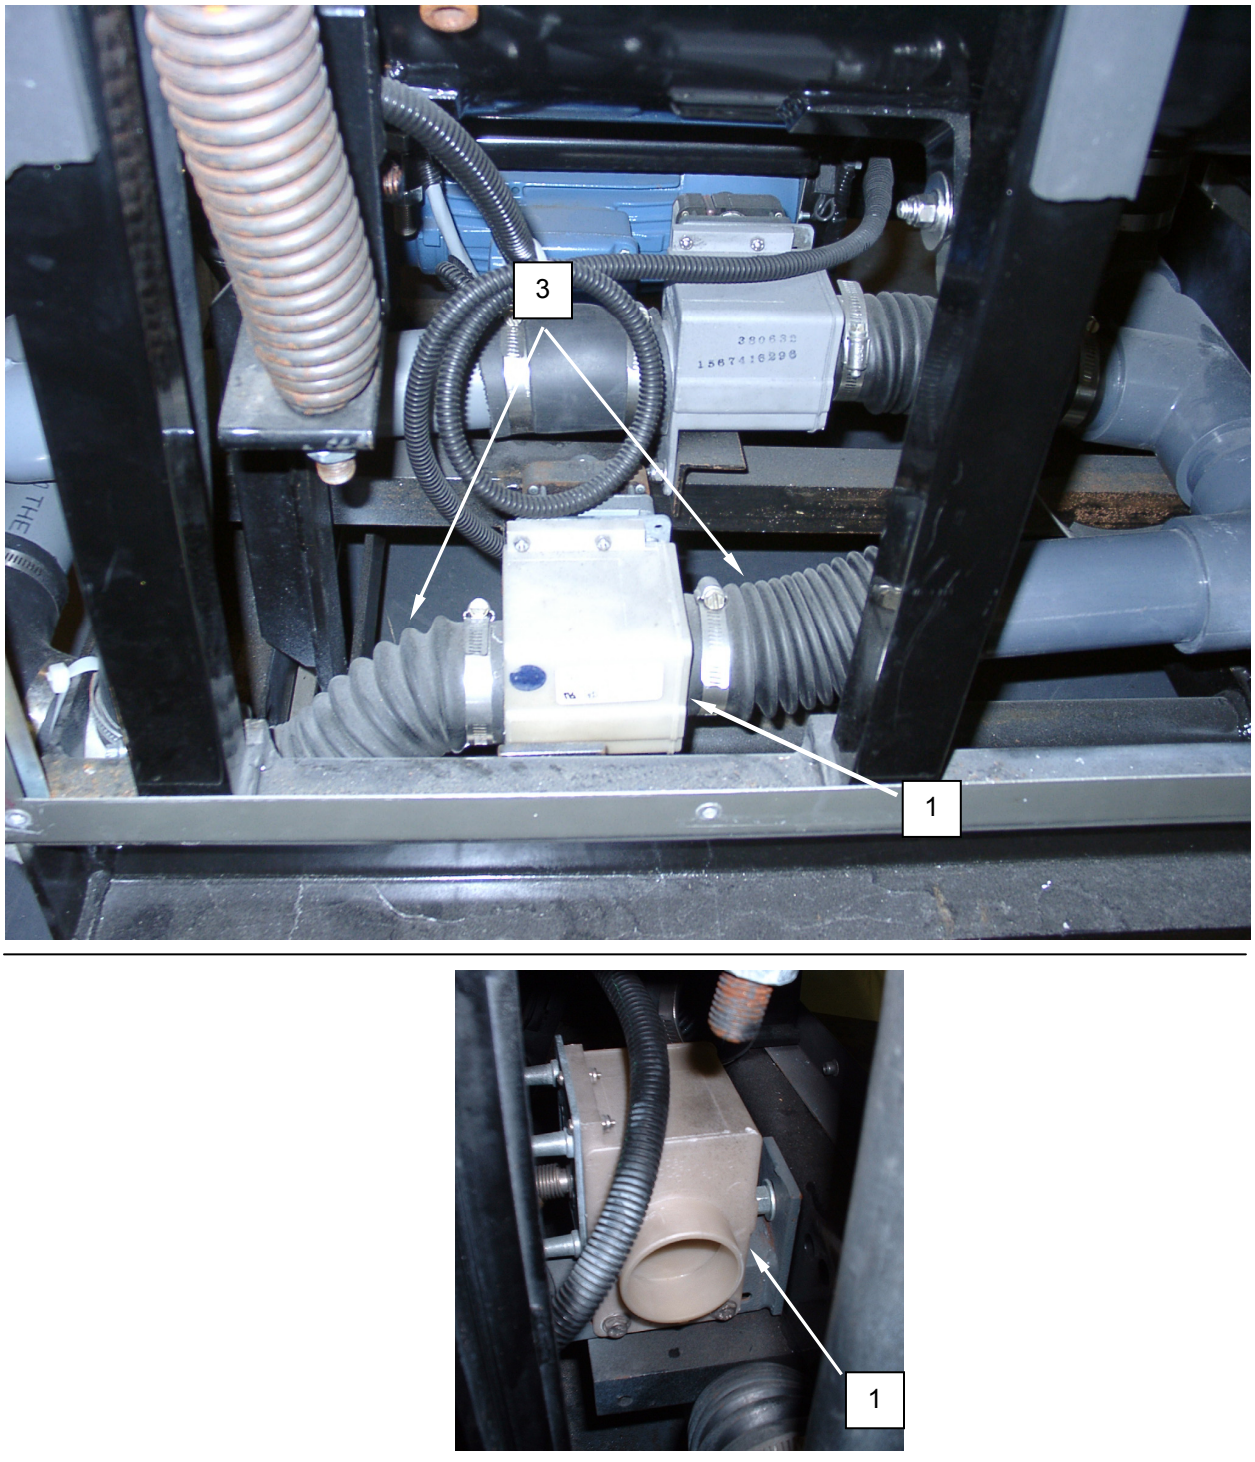

Figure 2. Replace the Washer Main Drain Valve.
2. Tag and disconnect wiring from valve motor **(Figure 2, Item 1)**.
3. Loosen and remove the clamps retaining the hoses **(Figure 2, Item 3)** to the valve **(Figure 2, Item 1)** and remove the hoses.
4. Remove the screws retaining the valve **(Figure 2, Item 1)** to the valve bracket and remove the valve.
5. Install the replacement valve **(Figure 2, Item 1)** and retain with screws.
6. Install hoses **(Figure 2, Item 3)** onto valve **(Figure 2, Item 1)** and retain with clamps.